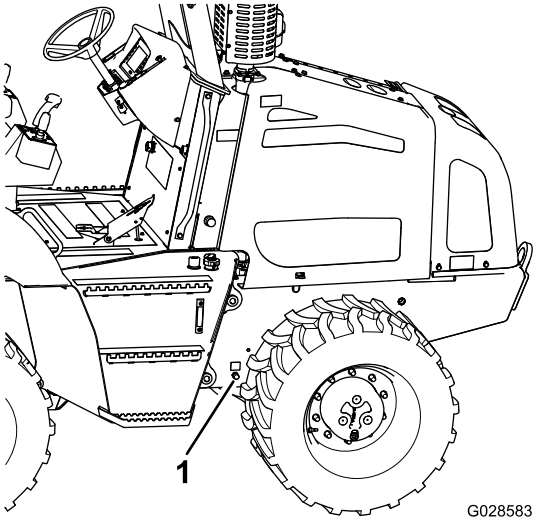

Figura 63
4. Posizionate una bacinella di spurgo con una capacità minima di 20 l sotto il raccordo di spurgo dell'olio del motore (Figura 63).
5. Togliete il tappo dal raccordo di spurgo e lasciate defluire completamente l'olio (Figura 63).
7. Montate il tappo sul raccordo di spurgo (Figura 63).
1. Togliete il tappo di riempimento dell'olio dal coperchio della valvola ruotando il tappo e tirandolo verso l'alto (Figura 63).